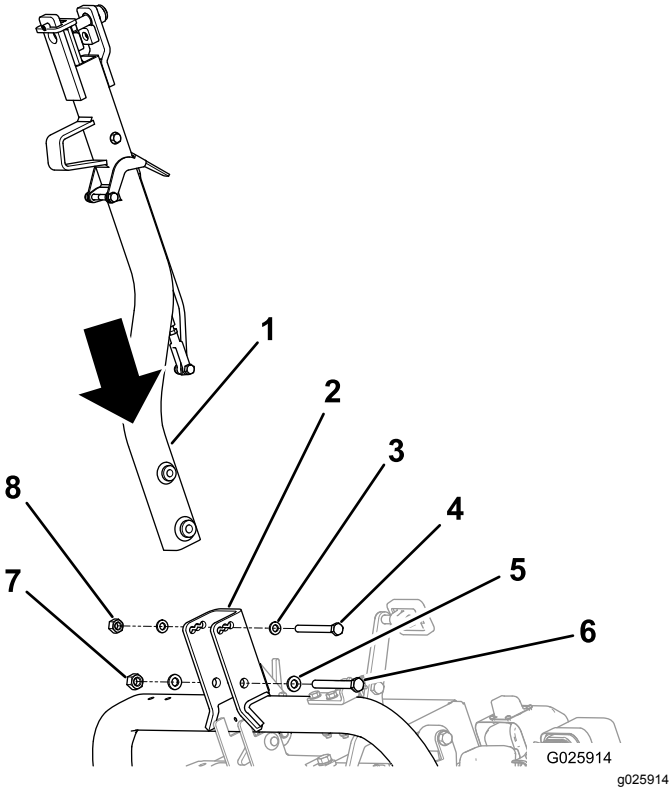

Figur 5
2. Fäst dragkroken på tappfästet med lämpligt fästelement. Se Figur 5.